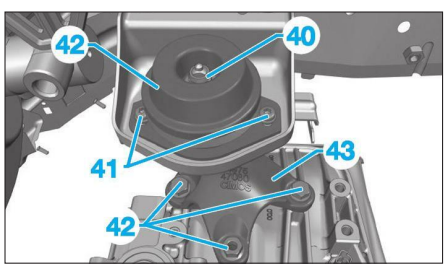

**Fig. 77**
- l'écrou (40) **(Fig.77)**,
- les vis (41),
- les fixations (42),
- le support (43).